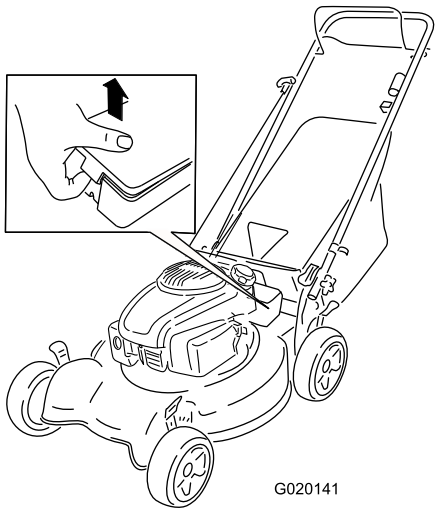

Figur 24
1. Snäpp upp batteriluckan i bägge sidor och ta bort den (Figur 24).